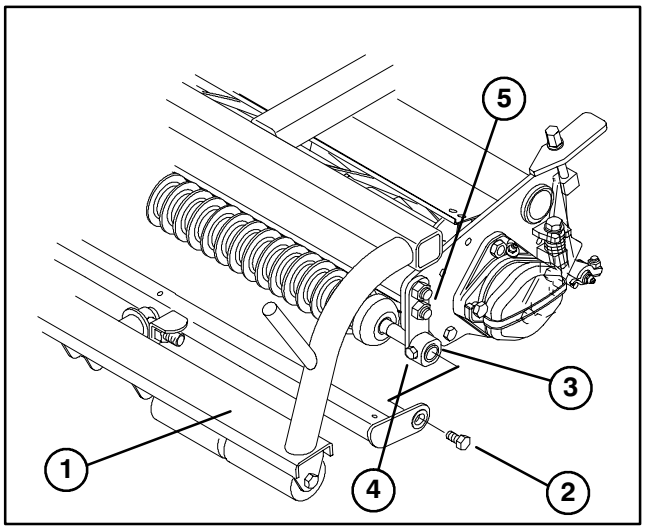

Figure 1
1. Remove (2) shoulder bolts securing traction unit pull frame to cutting unit (Fig. 1) .
2. Loosen (2) capscrews securing ends of roller shaft to roller brackets (Fig. 1).
3. Remove (2) capscrews and locknuts securing left front roller bracket to side plate (Fig. 1).